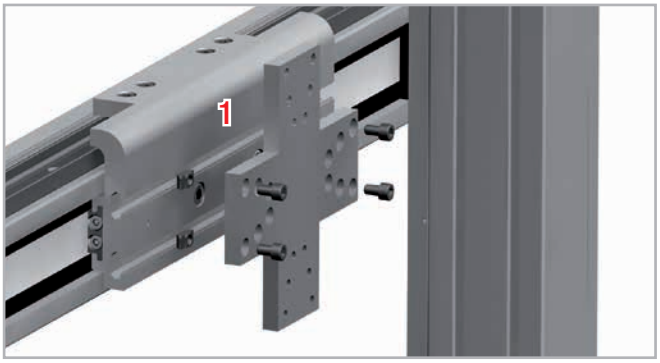

Abb. 96
1. Führen Sie die Schrauben von einer Seite der Verbindungsplatte in die vorbereiteten Bohrungen ein (s. Abb. 96).